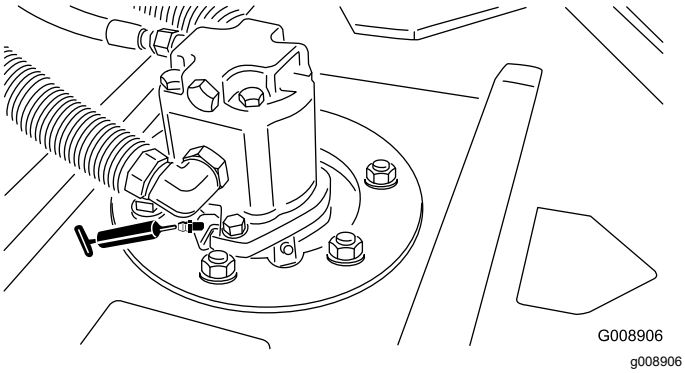

Figur 43
- Spindelakselens kulelagre på klippeenheten (én per klippeenhet) (Figur 43)